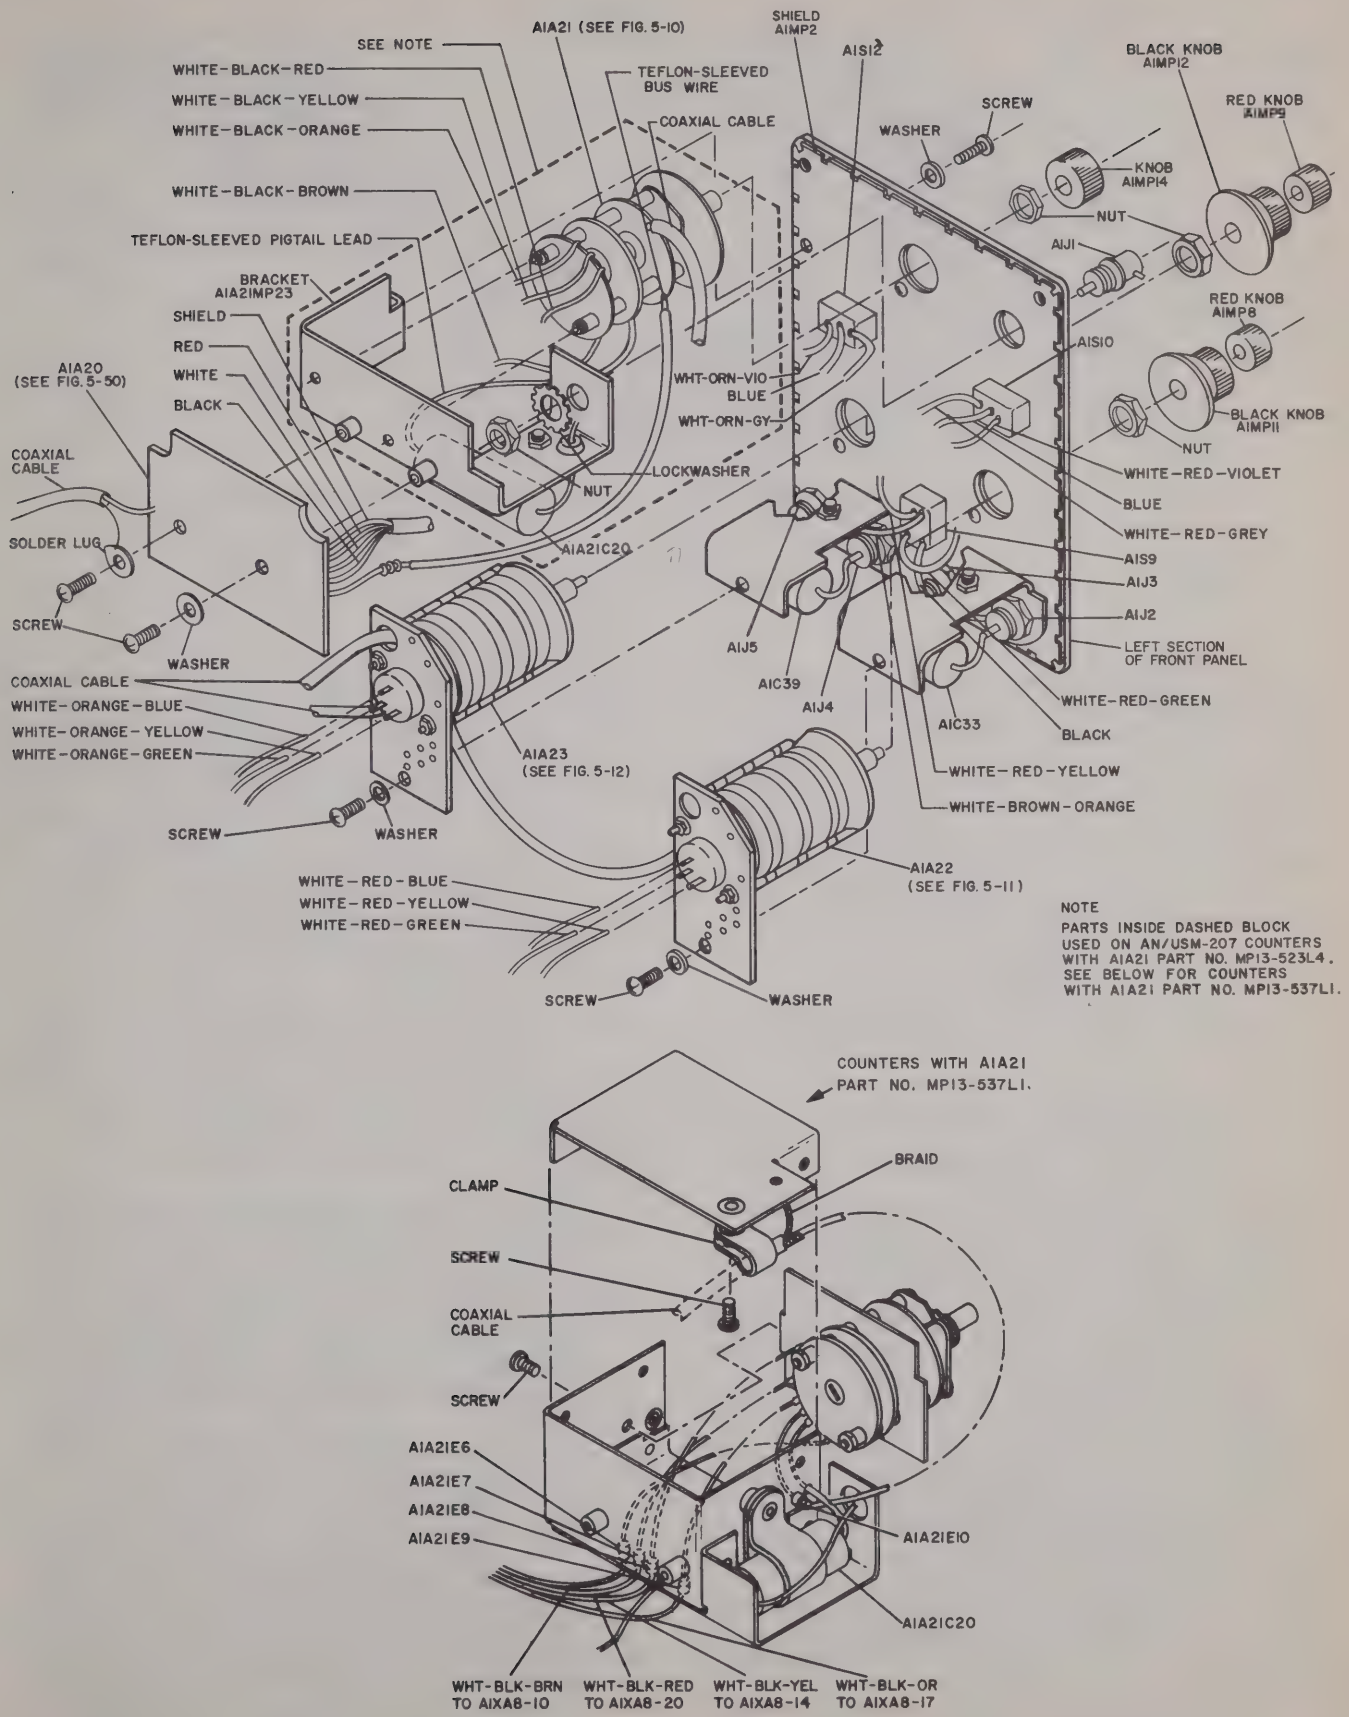
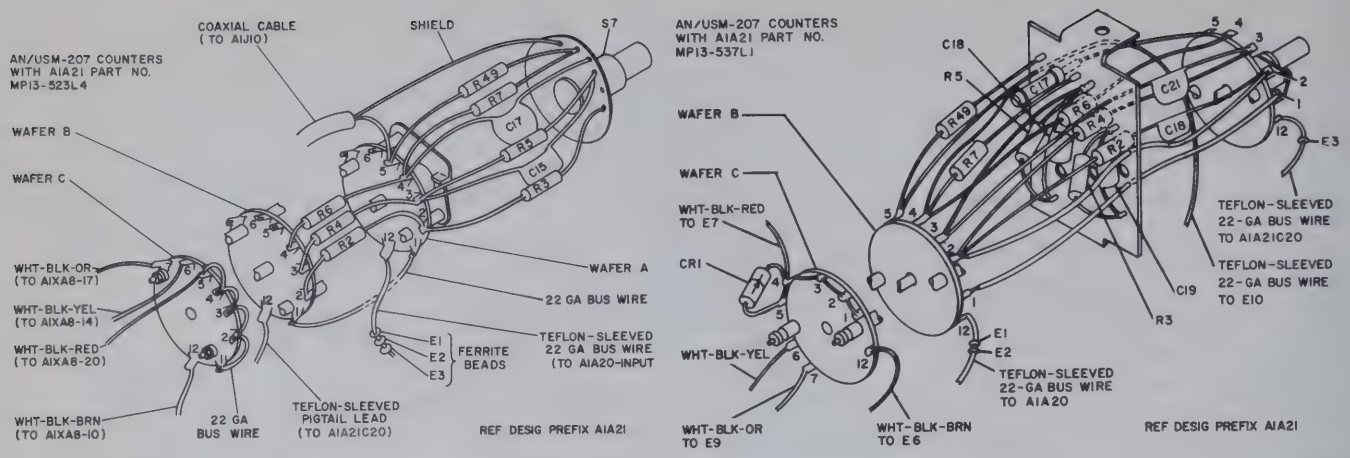
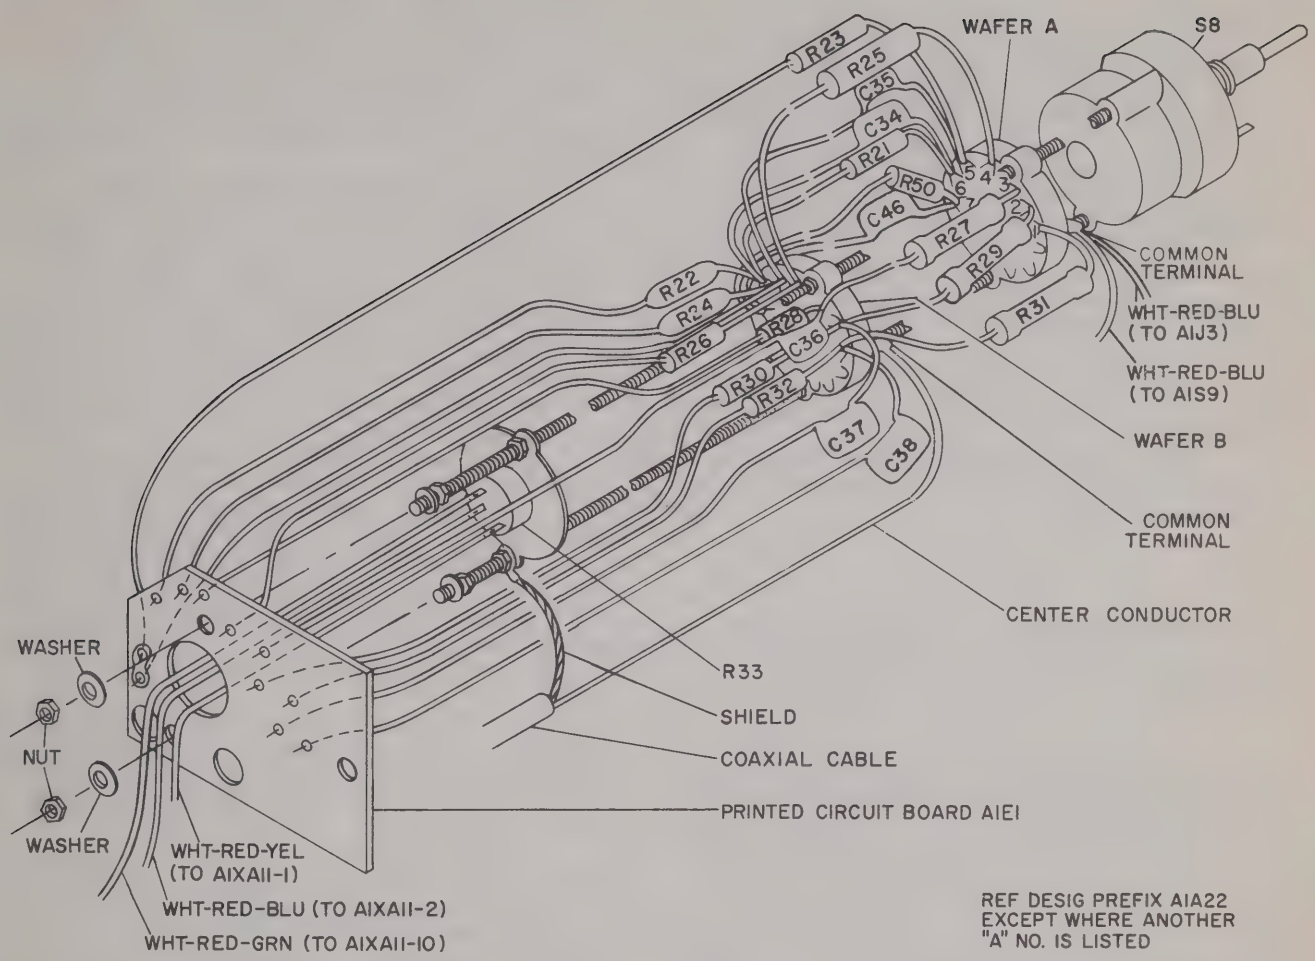
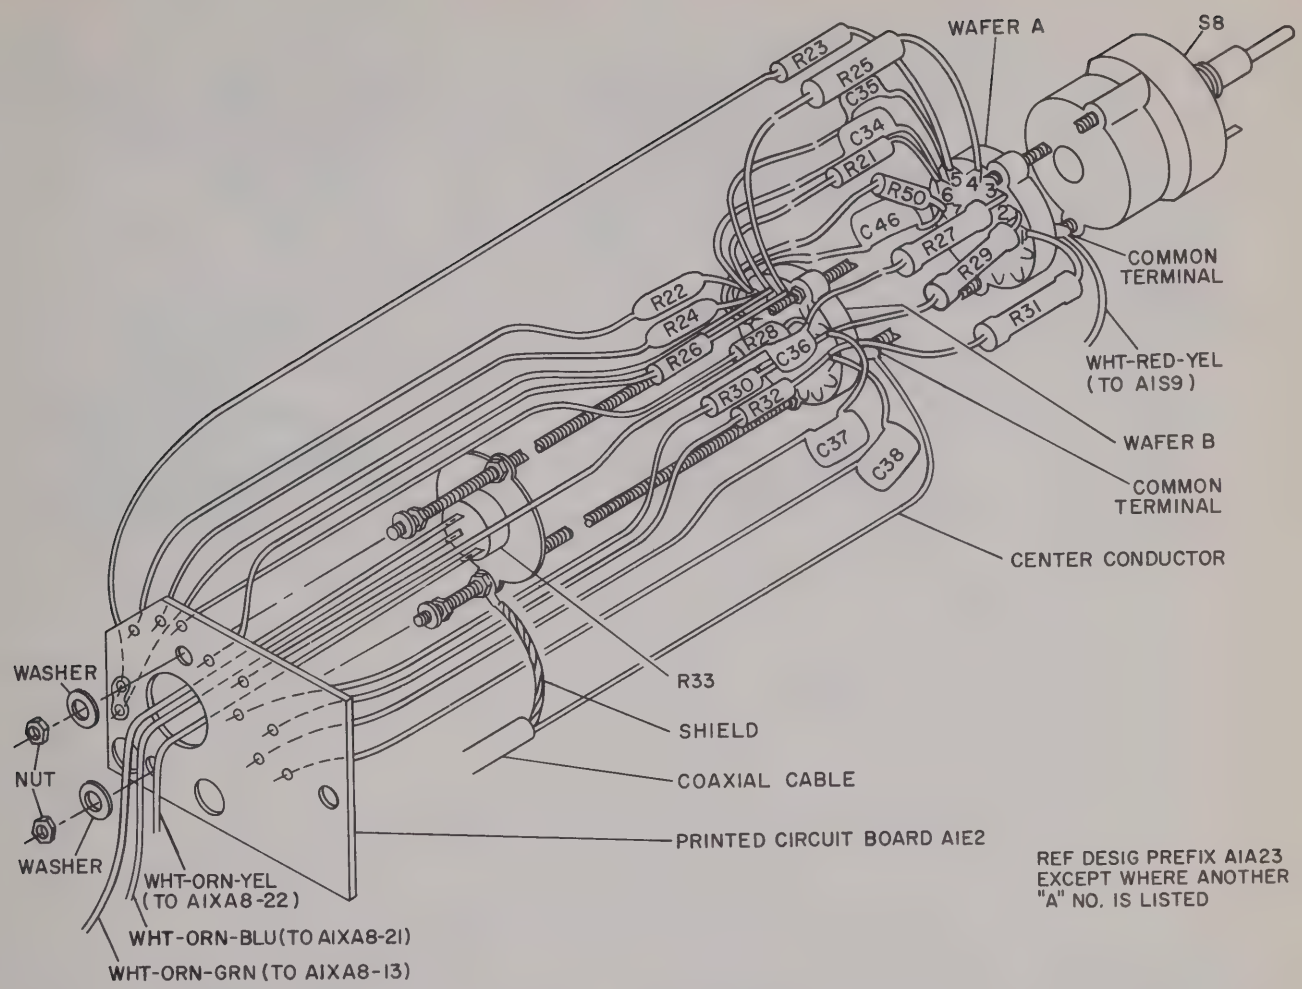

Figure 5-9. Left Section of Front Panel, Exploded View
Figure 5-10. Channel A Variable Attenuator A1A21, Location of Parts on Switch
Figure 5-11. Channel B Variable Attenuator A1A22, Location of Parts and Connections
Figure 5-12. Channel C Variable Attenuator A1A23, Location of Parts and Connections
(1) Perform the procedure of paragraph 5-5g to gain access to A1A20.
(2) Remove and save the two screws, washer and solder lug that mount A1A20 to its bracket MP23 (figure 5-9).
(3) Disconnect the coaxial lead and braid from the component side of A1A20. Code-mark coaxial cable to insure proper reassembly.
(4) Disconnect the red, white, and black leads and shield of the cable and teflon-sleeved bus wire from the circuit side of A1A20. Code-mark leads and save the three ferrite beads to insure proper reassembly.
(5) Orient replacement A1A20 such that the component side faces the bracket.
(10) Perform the procedure of paragraph 5-5g to gain access to A1A20.
(11) Remove and save the two screws, washer and solder lug that mount A1A20 to A1A21 (figure 5-9).
(12) Disconnect the coaxial lead and braid from the component side of A1A20. Code-mark coaxial cable to insure proper reassembly.
(13) Disconnect the red, white, and black leads and shield of the cable and teflon-sleeved bus wire from the circuit side of A1A20. Code-mark leads to insure proper reassembly.
(14) Orient replacement A1A20 such that the component side faces A1A21.
(1) Perform the procedure of paragraph 5-5g to gain access to A1A21.
(2) Unsolder the lead from connector A1J1 (figure 5-9). Remove and save the nut and lock washer that mount connector A1J1 and remove A1J1.
(3) Loosen the two setscrews on knob A1MP14 and remove the knob.
(4) Remove and save the mounting nut and washer that secure the shaft of A1A21 to the left section of the front panel.
(5) Remove and save the screw and washer that secure bracket A1MP23 to the left section of the front panel.
(6) Disconnect the external leads from A1A21 as follows (figure 5-10).
(7) Remove the bracket, slide the shaft of A1A21 toward the rear until it clears the left section of the front panel, then remove and discard the defective A1A21.
(8) Insert replacement A1A21 from the inside, with shaft through the mounting hole on the left section of the front panel. Be sure that positioning key is seated within the recess of the left section of the front panel. Do not mount.
(9) Place bracket over A1A21; allow the bolts at the rear of A1A21 to pass through the clearing holes of the bracket.
(10) Connect and solder leads removed in step (6) to the terminals of A1A21 as shown in figures 5-9 and 5-10.
(11) Place mounting nut and lock washer on shaft of A1A21, then tighten mounting nut.
(12) Replace knob A1MP14 on shaft, temporarily tighten one of the two setscrews, then turn to the extreme counterclockwise position.
(17) Perform the procedure of paragraph 5-5g to gain access to A1A21.
(18) Unsolder the lead of capacitor A1A21C20 from connector A1J1 (figure 5-9).
(19) Remove and save the nut and lock washer that mount connector A1J1, and remove A1J1.
(20) Loosen the two setscrews on knob A1MP14 and remove the knob.
(21) Remove and save the mounting nut and lock washer that secure the shaft of A1A21 to the left section of the front panel.
(22) Remove and save the screw and lock washer that secure the case of A1A21 to the left section of the front panel.
(23) Remove and save the two screws, washer, and solder lug that secure A1A21 to A1A20.
(24) Unsolder the teflon-sleeved lead that connects A1A21 to A1A20. Mark the connecting point on A1A20 to insure proper reassembly.